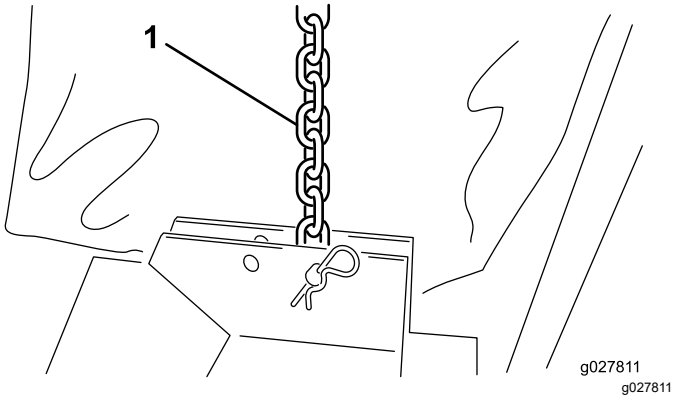

Figura 3
3. Collegate ciascuna catena di sollevamento alla corrispondente staffa del piatto per mezzo di un perno con testa e una coppiglia (Figura 3).